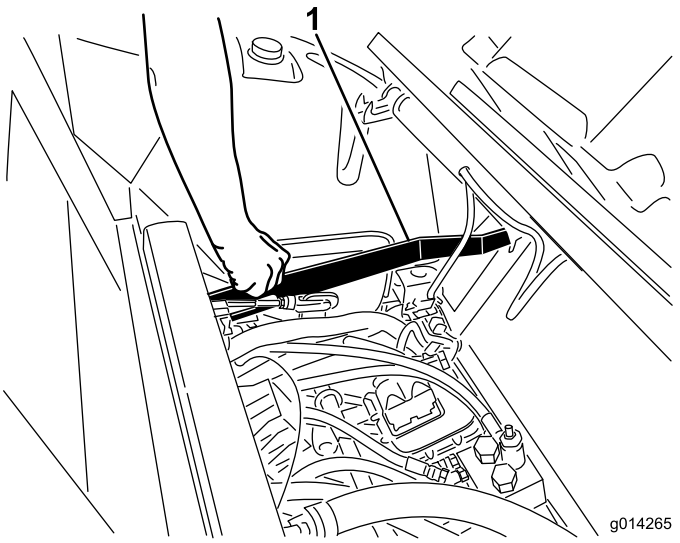

Figuur 13
1. Trek de vergrendelpal van de stoel omhoog en laat de stoel in de geborgde stand zakken (Figuur 13).